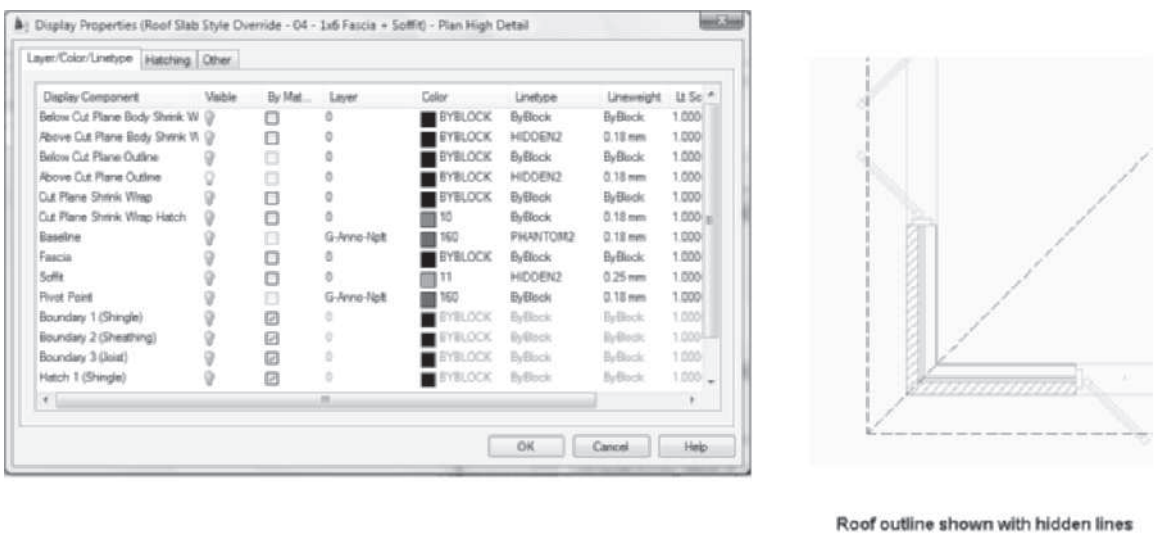

FIGURE 7.69 *Editing the display representation for the plan*
15. In this step you will modify the roof slab style to display the outline of the roof slab using hidden lines. Choose the ridge of a roof slab and choose **Edit Style** of the General panel to open Roof Slab Styles—04 – 1 × 6 Fascia + Soffit [100 – 25 × 150 Fascia + Soffit]. Choose the **Display Properties** tab; the Plan High Detail display representation is selected. Check the **Style Override** checkbox to open the Display Properties (Roof Slab Style Override—04 – 1 × 6 Fascia + Soffit [100 – 25 × 150 Fascia + Soffit])—Plan High Detail dialog box. Turn on visibility for the **Above Cut Plane Outline** and turn OFF all other display components as shown in Figure 7.69. Repeat this step for the **Plan** display representation. Click **OK** to dismiss all dialog boxes.